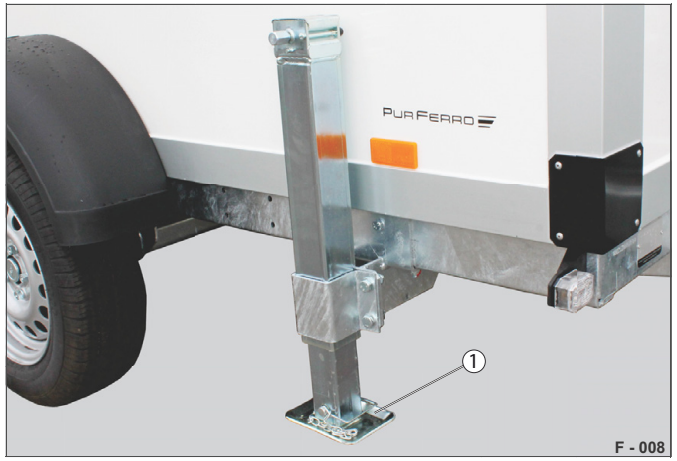

Abb. 31 Jízdní poloha
▶ Vytočte stavěcí nožku (Abb. 31/1) zcela nahoru.